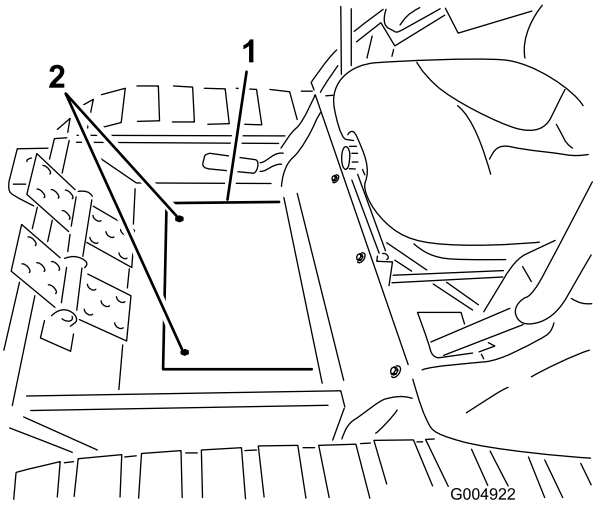

**Rysunek 58**
4. Zamontuj pokrywę płyty podłogowej (Rysunek 58).